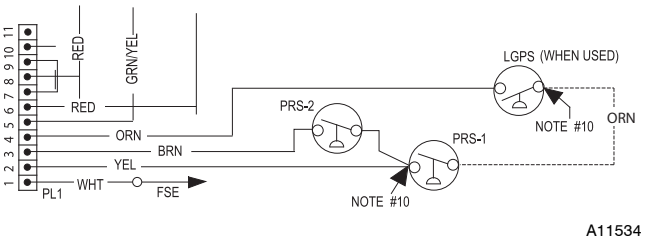

Fig. 14 - Pressure Switch Wiring
2. Connect the orange wire from the Low Heat Pressure Switch to the orange wire with the insulated male spade terminal. (See Fig. 14)